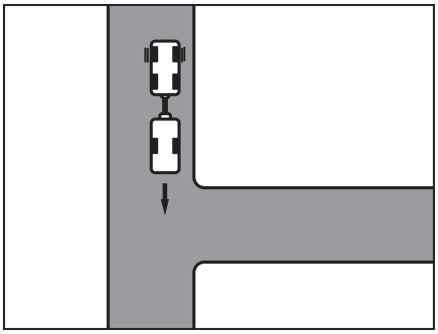

Fig. 8 Approach
- ■ Drive up to the entrance until the rear of the caravan is roughly level with the entrance (Fig. 8).